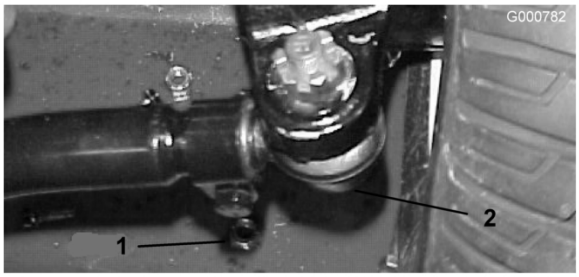

Figuur 58
2. Om het toespoor af te stellen, moet u de pen en moer van één van de kogelverbindingen van de trekstang verwijderen. Verwijder de kogelverbinding van de trekstang uit de steun van het differentieelhuis (Figuur 58).
3. Draai de klemmen aan beide uiteinden van de trekstangen los (Figuur 58).